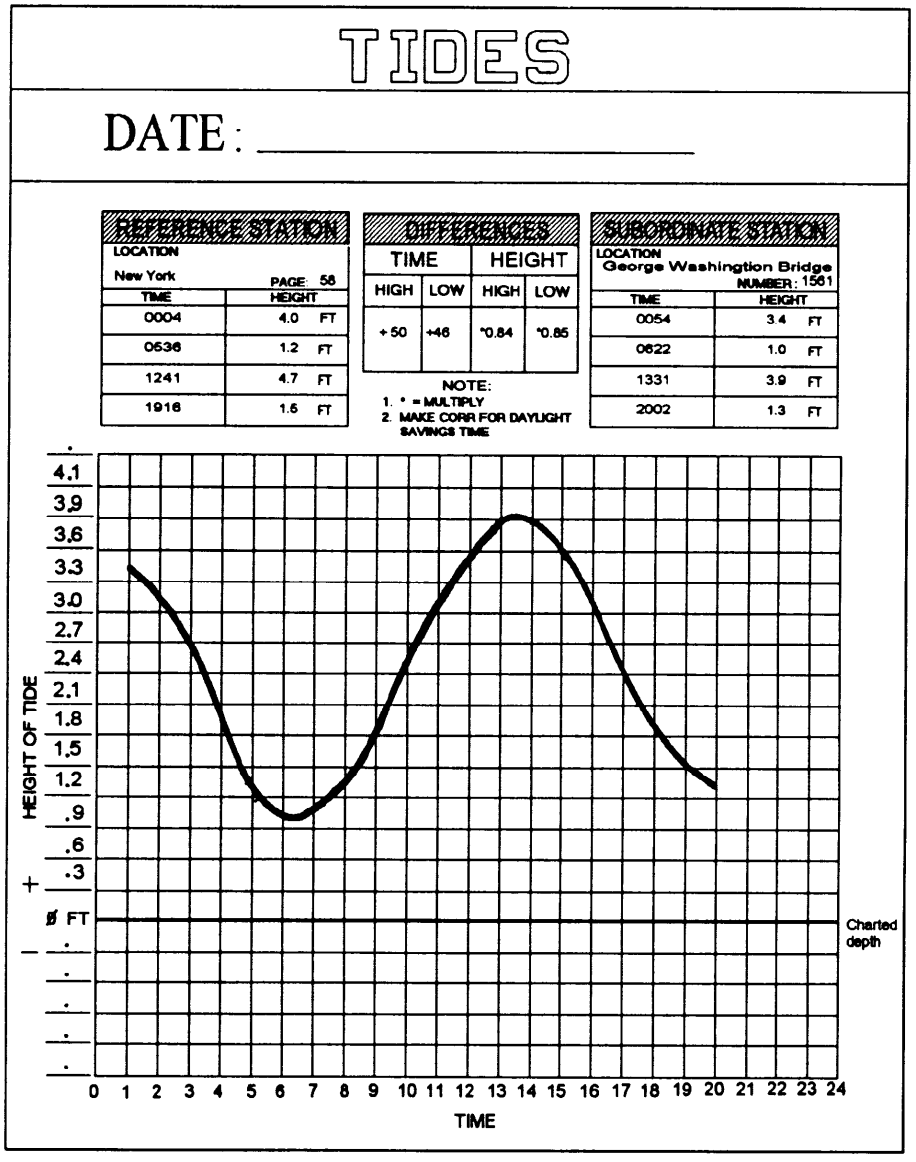

Figure 7-8. Draw a smooth curve through the points.
7.	Draw a smooth curve through the points of high and low waters and the intermediate points, making the curve well rounded near the high and low waters as shown in figure 7-8. A french curve is helpful although freehand is fine.